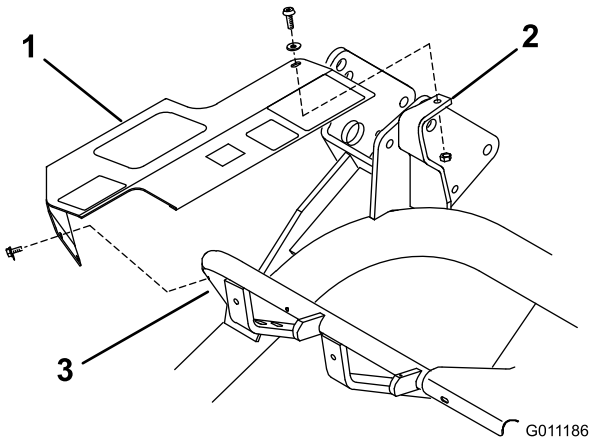

Figur 7
1. Dækslets monteringshuller skal flugte med hullerne i rammerøret og monteringsbeslaget (Figur 7).
2. Fastgør løseligt bagenden af dækslet til toppen af monteringsbeslaget med en unbrakoskrue (1/4 x 3/4 tomme), en spændeskive (1/4 tomme) og en låsemøtrik (1/4 tomme) (Figur 7).
3. Fastgør løseligt forenden af dækslet på rammerøret med to selvskærende skruer (Figur 7). Stram alle dækslets monteringsfastgørelsesanordninger.